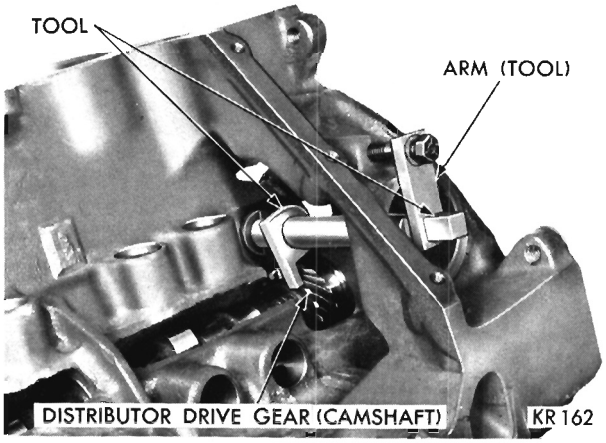

Fig. 18—Camshaft Holding Tool C-3509
When installing timing chain, use Tool C-3509 to prevent camshaft from contacting the welch plug in the rear of engine block. Remove distributor and oil pump-distributor drive gear. Locate tool against rear side of cam gear and attach tool with distributor retainer plate bolt (Fig. 18).
(1) Lubricate camshaft lobes and camshaft bearing journals and insert camshaft to within 2 inches of its final position in cylinder block.
(2) Modify Tool C-3509 by grinding off index lug holding the upper arm on the tool and rotate arm 180 degrees.
(3) Install Tool C-3509 in place of distributor drive gear and shaft, as shown in Figure 18.
(4) Hold tool in position with distributor lock plate screw. This tool will restrict camshaft from being pushed in too far and prevent knocking out the welch plug in the rear of cylinder block.